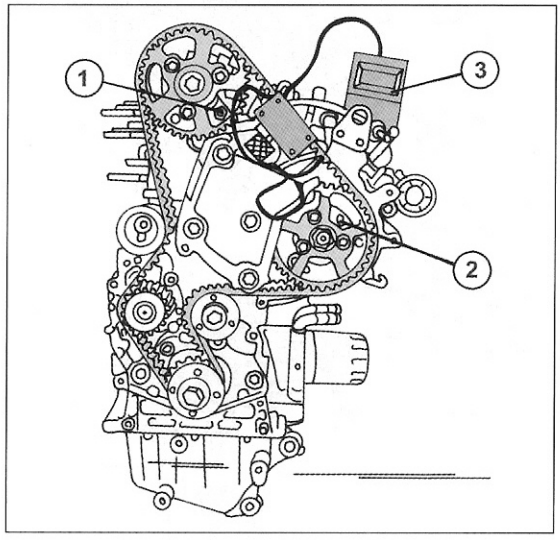
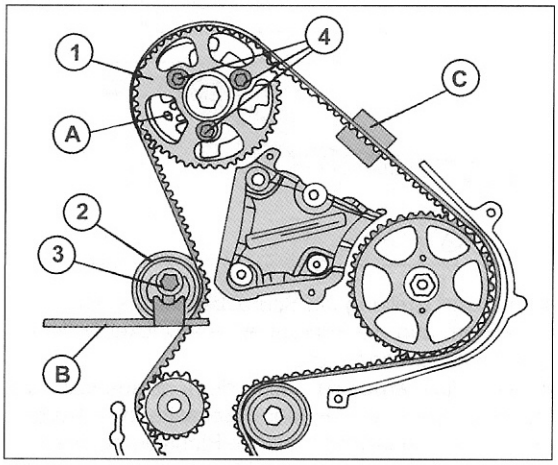

Bild 126
Bild 127
Zu beachten ist, dass ein Spezialmessgerät zum Spannen des Zahnriemens benutzt wird. Dieses wird auf der langen Seite des Zahnriemens angesetzt, wie es in Bild 126 gezeigt wird und gibt eine in so genannten SEEM-Einheiten eingedrückte Anzeige an. Falls man dieses Messgerät nicht besorgen kann, muss man die Spannung entsprechend den beim Ausbau des Riemens gegebenen Anweisungen wiederherstellen, d. h. erfahrene Kfz-Mechaniker können die Zahnriemenspannung mit Hilfe einer Federwaage einstellen, wenn man die Spannung vor dem Ausbau des Riemens gemessen hat. Folgendermaßen unter Bezug auf Bild 127 vorgehen:
- Das in Bild 126 gezeigte Messinstrument am Zahnriemen an der Pfeilstelle in Bild 127 ansetzen und die Mutter der Spannrolle (3) lockern. Mit einem in die Zahnriemenspannrolle eingesetzten Versteller (B) die Rolle nach links verdrehen, bis eine Anzeige von 98 SEEM-Einheiten am Lesegerät (C) angezeigt wird (Pos. 3 in Bild 126 zeigt das Lesegerät). In dieser Stellung die Schraube (3) der Spannrolle mit 25 Nm anziehen. Kontrollieren, dass die Schrauben für das Steuerrad der Nockenwelle nicht gegen die Enden der Langlöcher ansitzen. Um dies zu überprüfen, entfernt man eine der Schrauben (4) aus dem Steuerrad (1). Falls alles in Ordnung ist, alle Schrauben (4) gleichmäßig mit 20 Nm anziehen. Andernfalls muss der Riemen nochmals neu aufgelegt werden.
- Alle mit den Buchstaben in Bild 127 gezeigten Werkzeuge sowie den Arretierbolzen des Schwungrades wieder abmontieren.